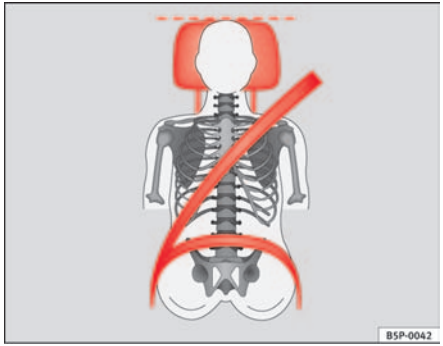
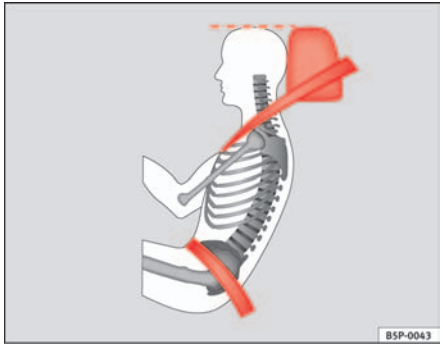

Fig. 3 Properly adjusted head restraint viewed from the front
Fig. 4 Properly adjusted head restraint viewed from the side
– Adjust the head restraint so that its upper edge is at the same level as the top of your head, or as close as possible to the same level as the top of your head and, at the very least, at eye level⇒ fig. 3 and ⇒ fig. 4.